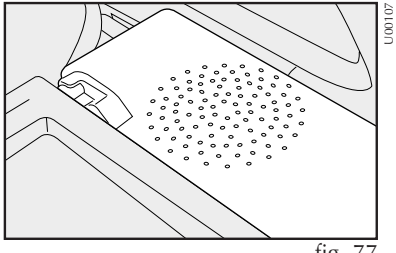

fig. 77
- alojamiento para los altoparlantes traseros por debajo de las repisas laterales de soporte de la repisa posterior **fig. 77**.
- altoparlante en la repisa trasera **fig. 77**;